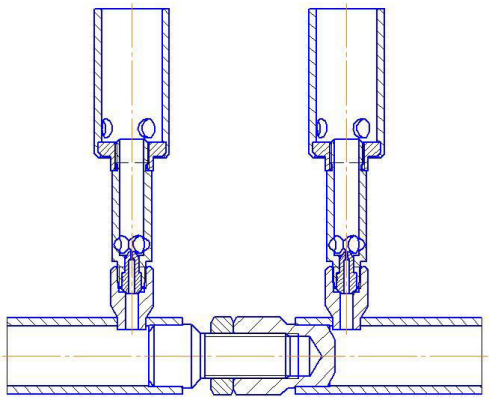

Рис.2 Соединение горелок
4.5 При необходимости нагрева детали длиной больше 1000 мм горелки могут соединятся между собой (см.рис.2) на резьбе и фиксироваться контргайками 4.